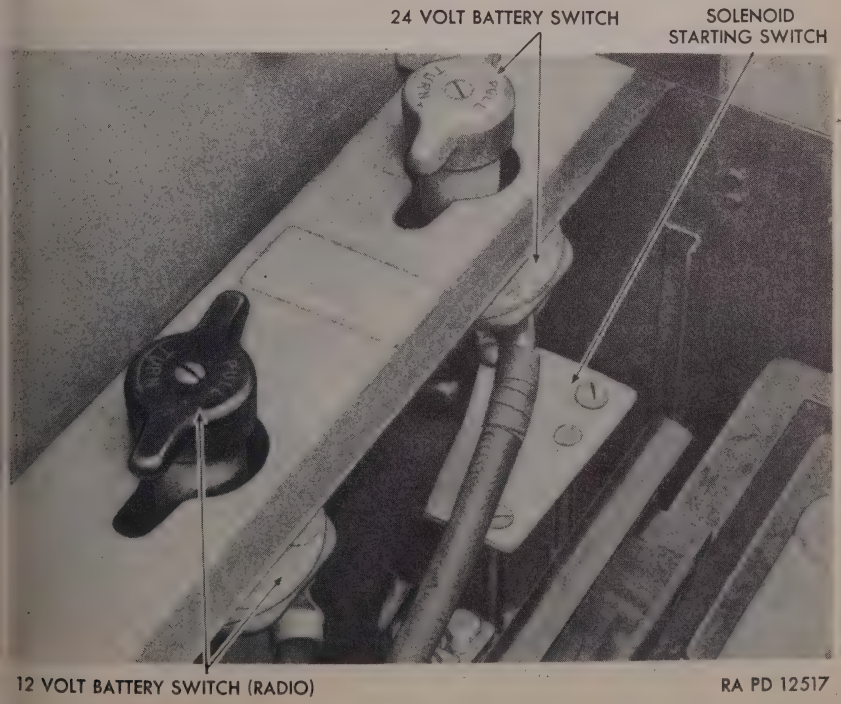

Figure 113—Main Battery Switches and Solenoid Starting Switch
(1) Open the main battery switch (fig. 113).
(2) Lift cover from battery box.
(3) Disconnect the battery cables (check legibility of markings).
(4) Remove the bracket hold-down bolts.
(5) Remove the battery through the opening in the turret floor and ut of the tank through the turret hatch.
(2) Replace the cover.
17. BATTERY SWITCH (fig. 113).
b. Removal of Battery Switch (fig. 113). NOTE: If the battery switch becomes damaged in any way or no longer makes a good contact, it must be removed for repair or replacement. Burning or pitting due to arcing when the switch is opened or closed, may cause a bad contact and necessitate removal for repair or replacement. To remove and replace a switch, use the following procedure:
122. SOLENOID STARTER SWITCH (fig. 113).